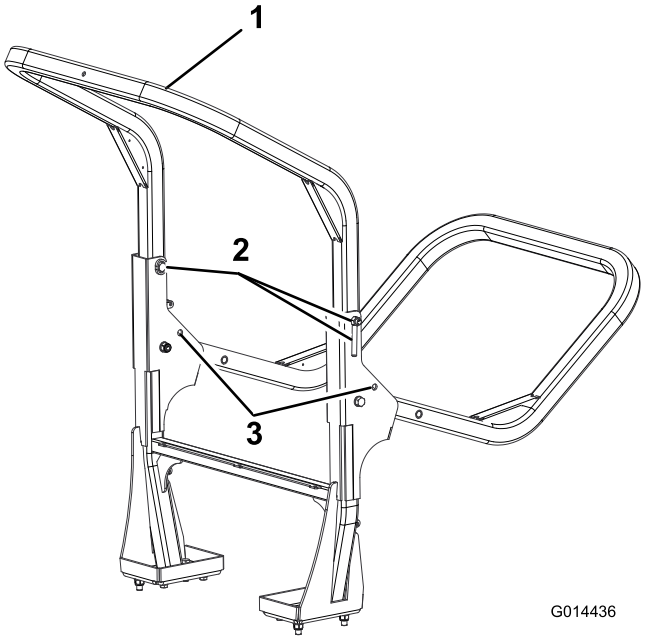

Figuur 46
2. Ondersteun het gewicht van het bovengeraamte terwijl u de handmoeren, ringen en bevestigingsbouten uit de scharnierhouders verwijdert (Figuur 46